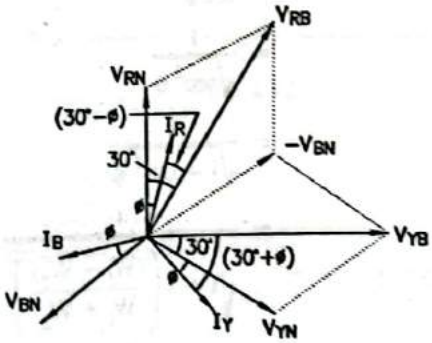

**FIG. 2.90 : PHASHOR DIAGRAM FOR MEASUREMENT OF POWER LAGGING P.F.**
- The phasor diagram for inductive load is shown in Fig. 2.90.